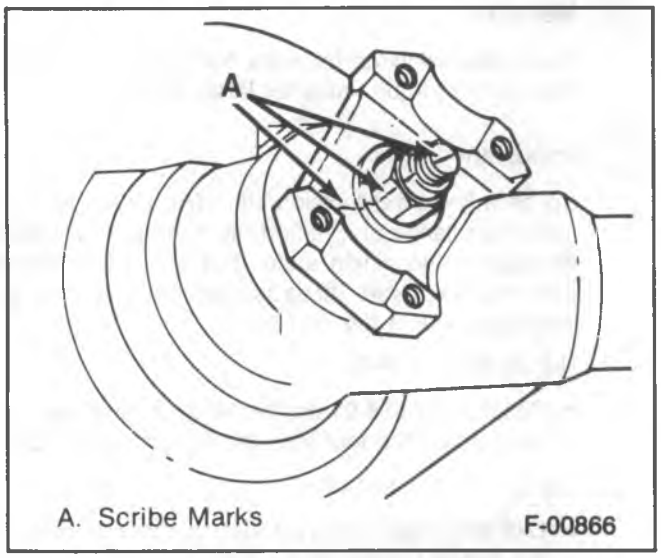

Figure 19—Scribed Marks
Scribe a line on the pinion stem (A), pinion nut and the pinion flange and record the number of exposed threads on the pinion stem. The scribed reference and the exposed threads will be used as an installation guide (figure 19).